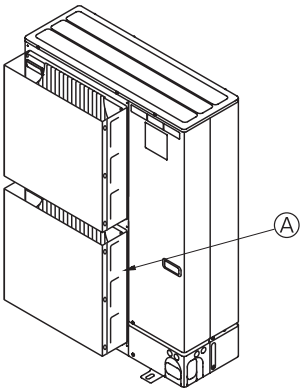

Fig. 3-3
② Установите дополнительный воздуховод выходного отверстия и основной воздуховод, если прибор установлен в месте, где сильный ветер от тайфуна и др. может попадать непосредственно в вентиляционную решетку. (Fig. 3-3)